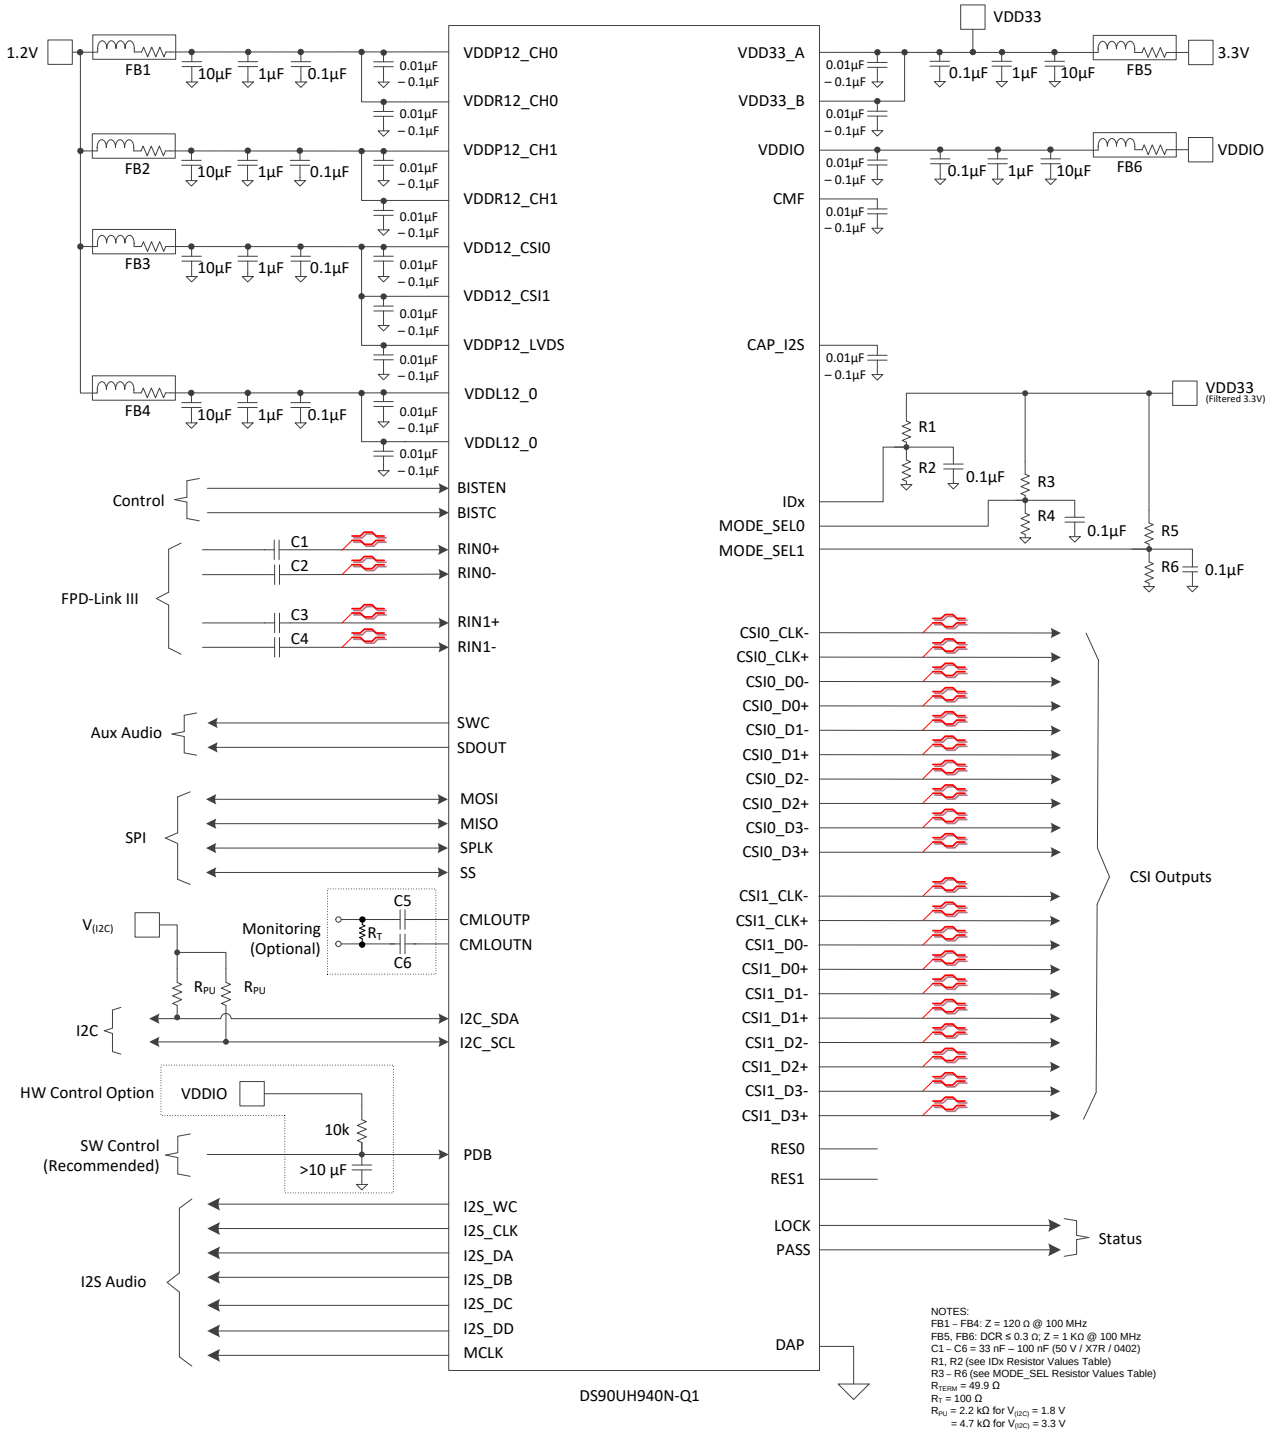
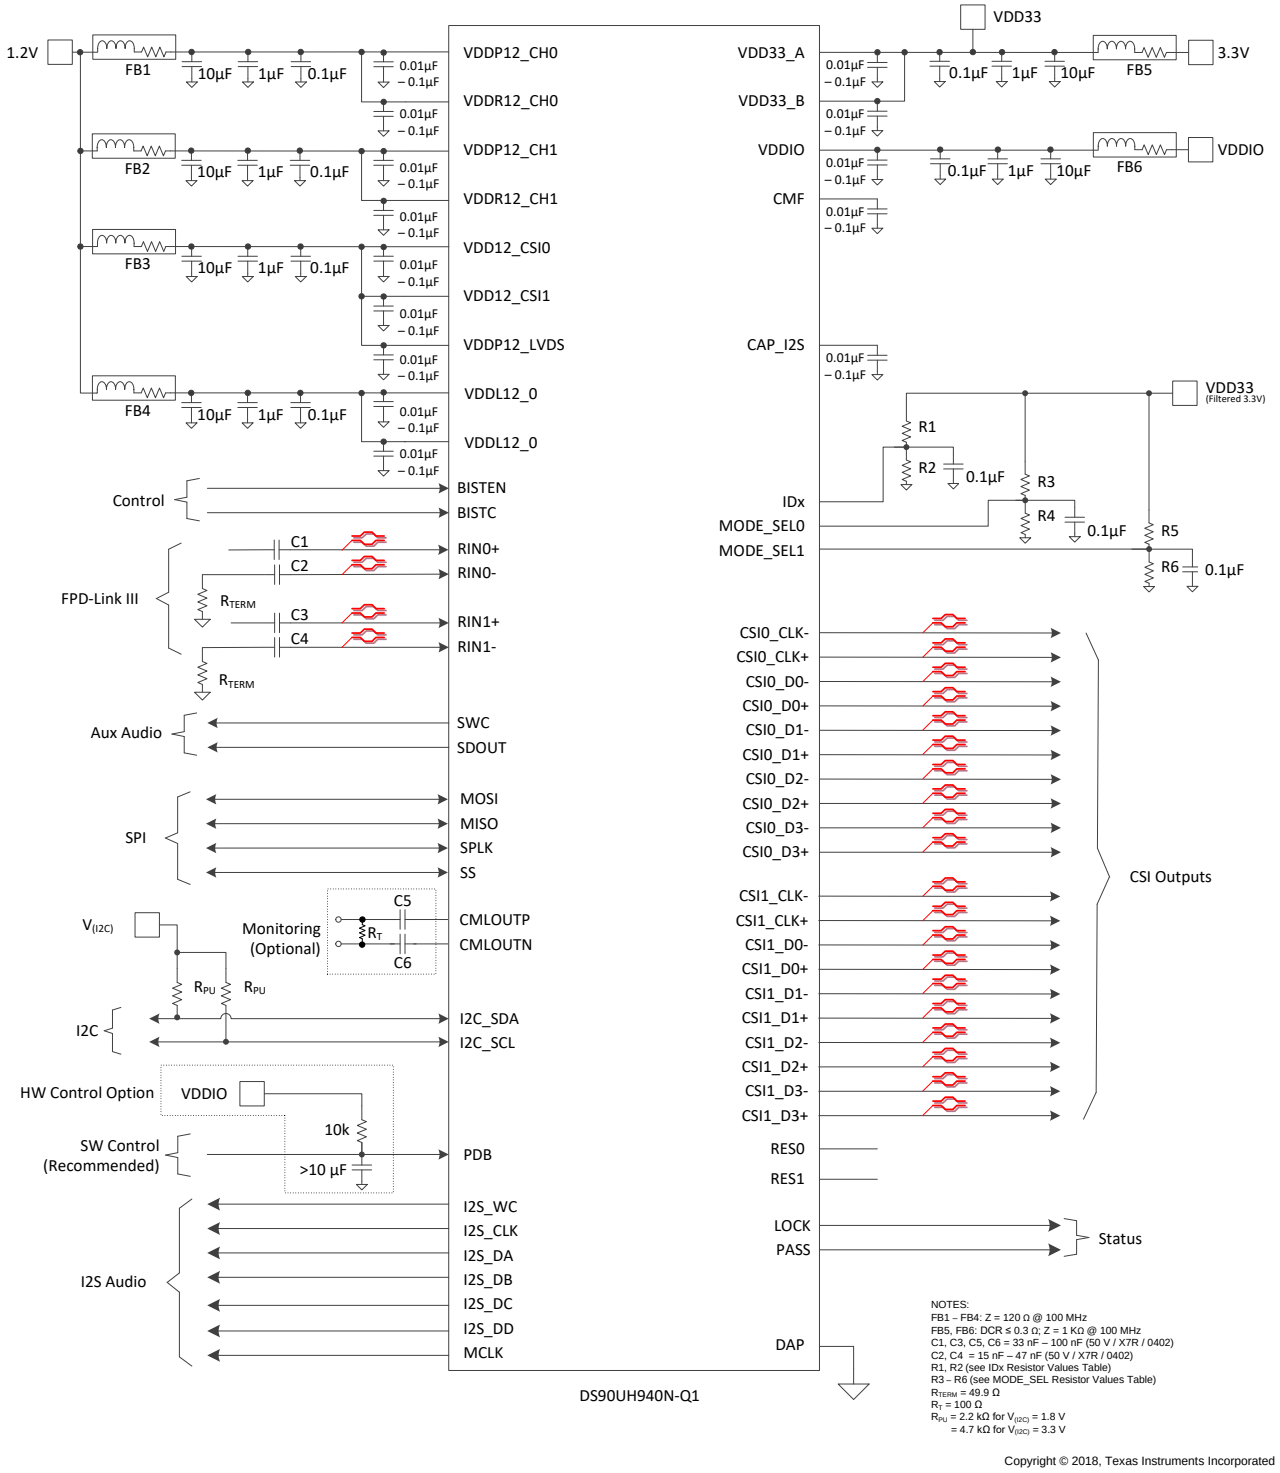

図 38. Typical Connection Diagram (STP)
図 39. Typical Connection Diagram (Coax)
Bypass capacitors must be placed near the power supply pins. At a minimum, use four (4) 10-µF capacitors for local device bypassing. Ferrite beads are placed on the two sets of supply pins (VDD33 and VDDIO) for effective noise suppression. The interface to the graphics source is LVDS. The VDDIO pins may be connected to 3.3 V or 1.8 V. A capacitor and resistor are placed on the PDB pin to delay the enabling of the device until power is stable. See 図 38 for a typical STP connection diagram and 図 39 for a typical coax connection diagram.